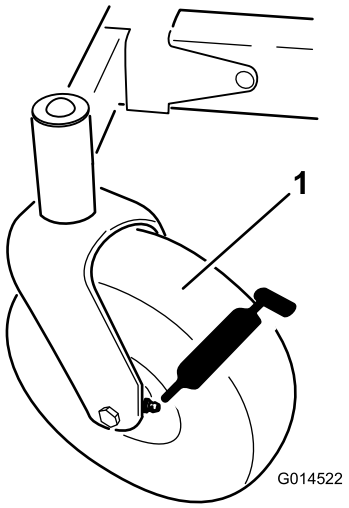
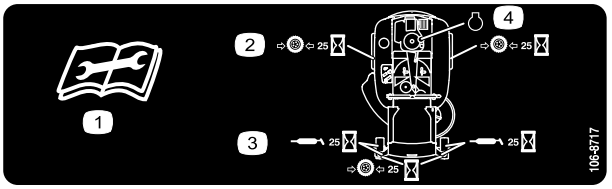

Figuur 32
Figuur 33
3. Reinig de smeernippels (Figuur 32 met Figuur 33) een doek. Indien nodig verf van de voorkant van de nippels afkrabben.
4. Zet telkens een smeerpistool op een nippel (Figuur 32 en Figuur 33). Spuit vet in de nippels totdat er nieuw vet bij de lagers naar buiten komt.